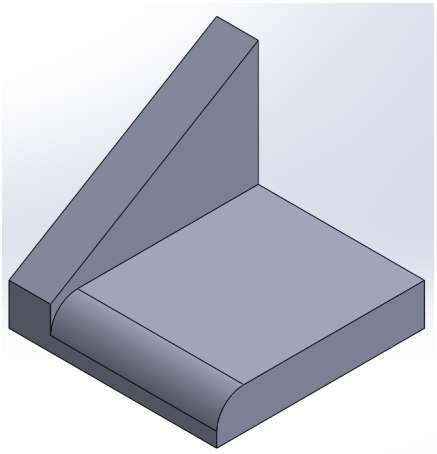
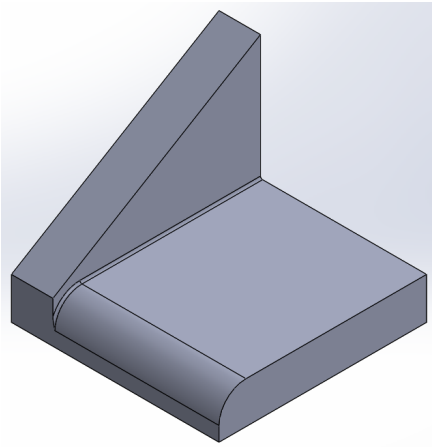
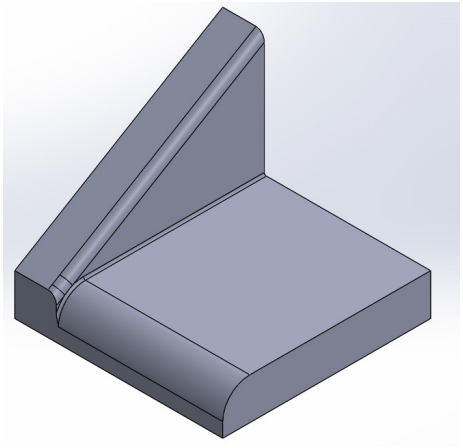

Figure 25 *The model after removing the fillet*
Figure 26 *The model after applying the fillet*
Figure 27 *The model after applying the fillet*
5. Delete fillets, refer to Figure 25. Now, apply fillet to the model, refer to Figure 26. Similary, apply next fillet to the other edge of the model, refer to Figures 27 and 28. Here, you will notice that we get the desired model.